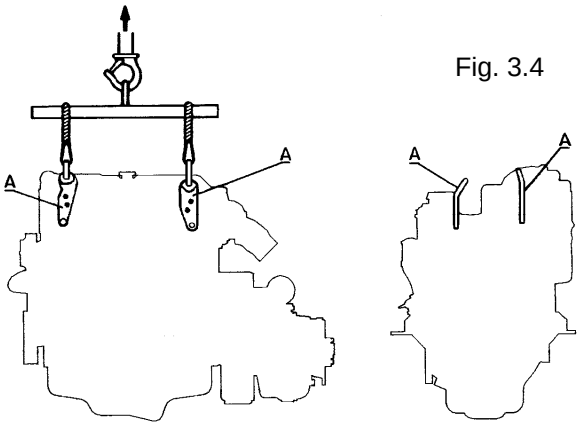

Fig. 3.4
Para transportar el motor desembalado, servirse EXCLUSIVAMENTE de los cáncamos (A). Ver la fig. 3.4.